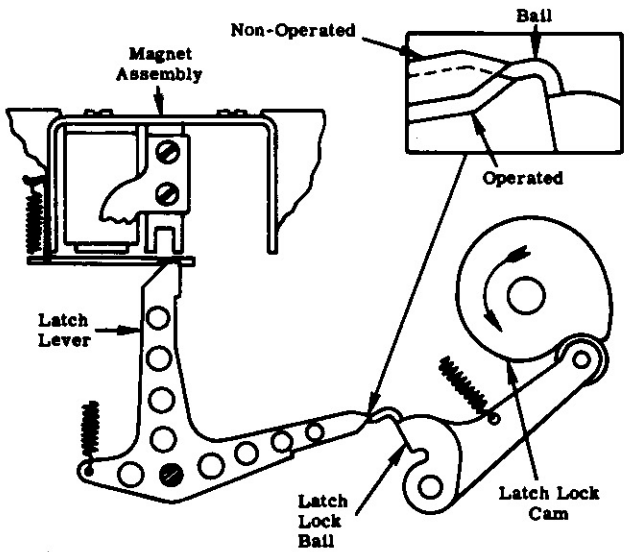

Figure 15 - Latch Lock Adjustment
5. Adjust the eccentric pivot stud for the latch lock bail so that the bail has equal holding on a latch in the tripped position, as well as a latch in the normal position. (See Figure 15)